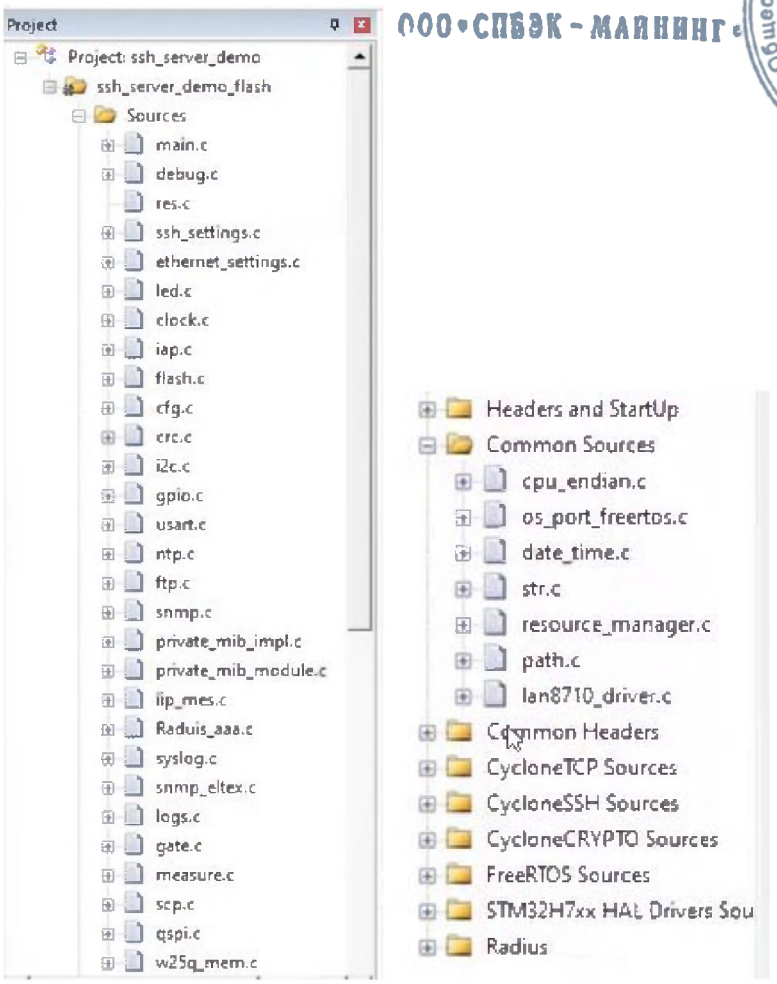

Рисунок 9
4.2.2 В дереве проекта в окне Project нажать ЛКМ по «ssh_server_demo_flash» для раскрытия структуры папок (Рисунок 9). Проверить, что структура папок соответствует представленной на рисунке (Рисунок 9).